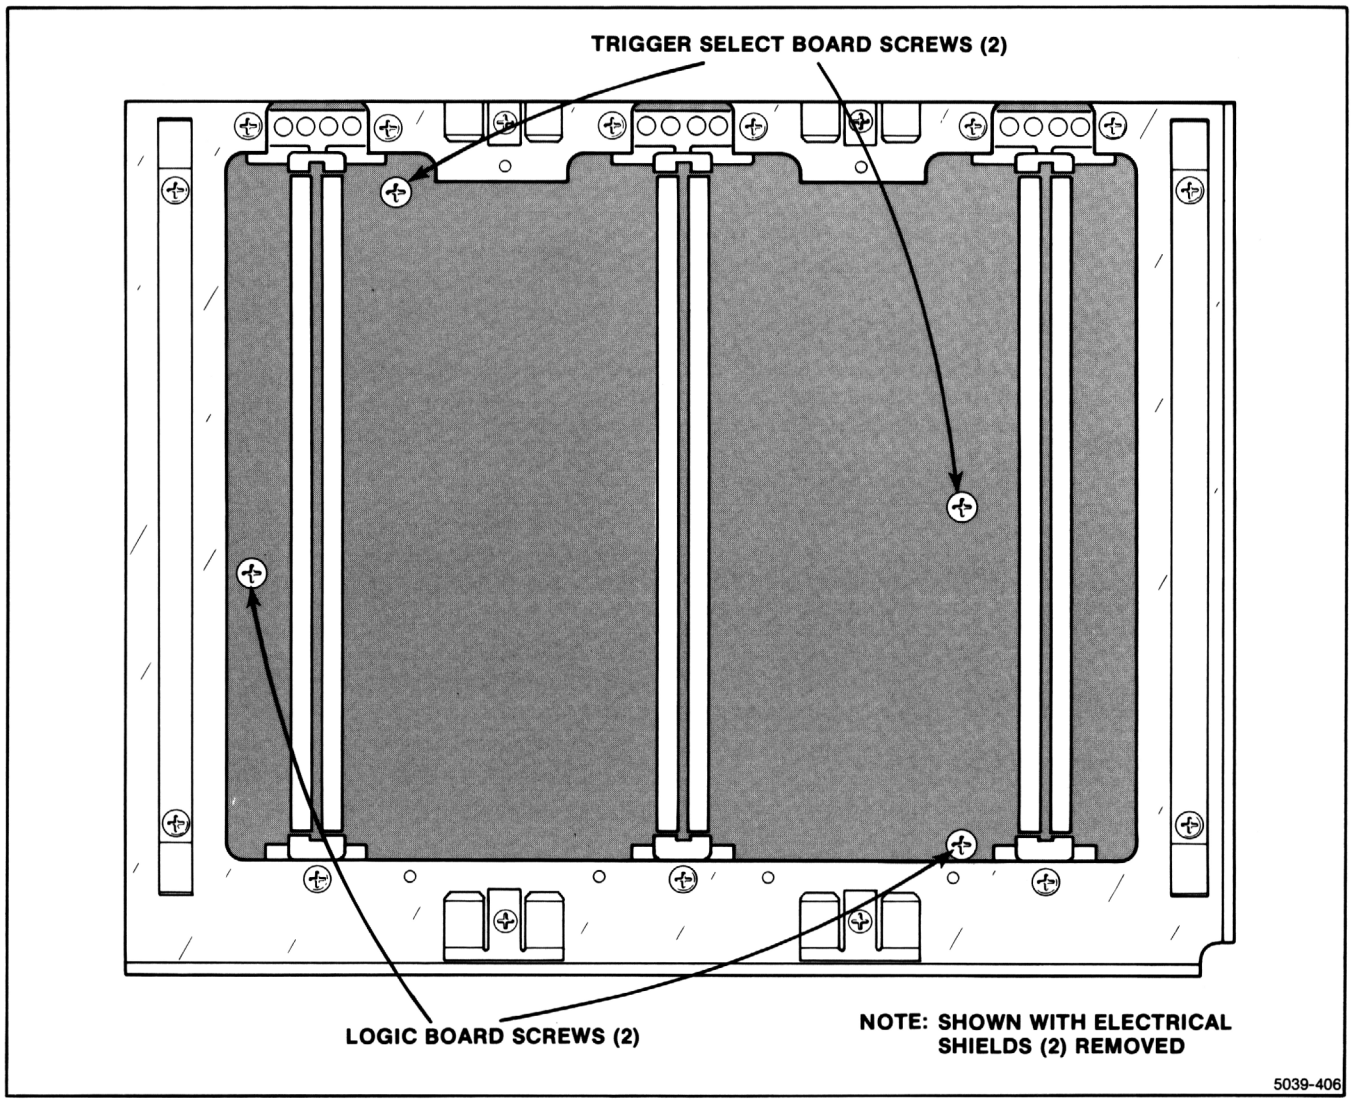

**Figure 4-13. Screws that fasten the Plug-On Boards to the A6 Interface Board.**
4. Working through the plug-in compartment, loosen the screws (two for each board) that fasten the board(s) to the A6 Interface Board. See Figure 4-13. (The board-retaining screws are captive screws; loosen them enough to disengage them from the circuit board, but do not remove them from their parent assembly.)